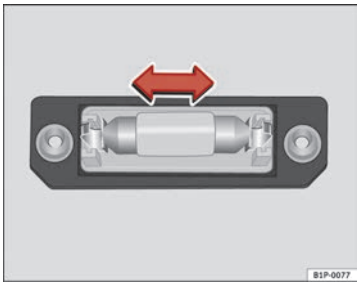

Abb. 226 Kennzeichenbeleuchtung ▶
– Nehmen Sie die Glühlampe in Pfeilrichtung heraus ⇒ Abb. 226.